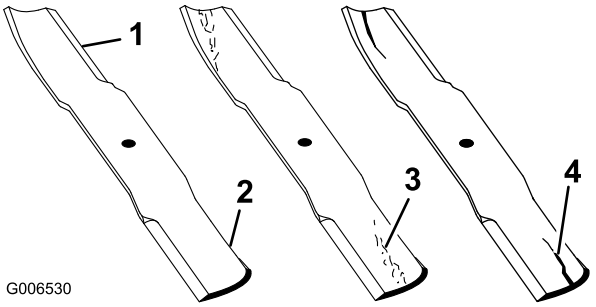

Figur 25
4. Undersøg omhyggeligt skæreknivens skær, især der hvor den flade side og den buede side mødes (Figur 25).
Bemærk: Da sand og slibematerialer kan slide det metal, der forbinder den flade og den buede side af skærekniven, væk, skal skærekniven kontrolleres, før maskinen anvendes. Hvis du bemærker tegn på slid (Figur 25), skal du udskifte skærekniven. Se Afmontering af skærekniven.
Hvis skærekniven får lov til at blive slidt, vil der danne sig en slids mellem seglen og den flade del af skærekniven (Figur 25). Før eller siden kan et stykke af skærekniven knække af og blive slynget ud fra husets underside, hvilket muligvis kan medføre alvorlig personskade for dig eller omkringstående personer.